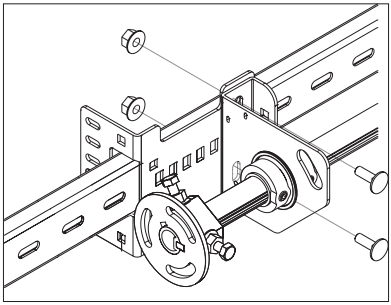

*Рис.23.2*
- закрепить промежуточный кронштейн к промежуточному суппорту, установленному на задней перемычке, двумя болтами М8х25 (рис. 23.2);